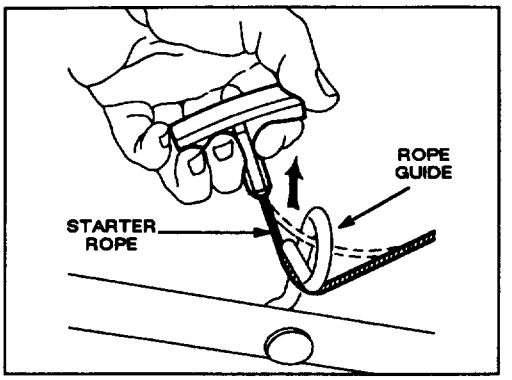

**Figure 3**
3. Pull starter rope through rope guide on handle (Fig. 3). By squeezing control bar on handle, blade brake will release and allow rope to be pulled up easily to loop.